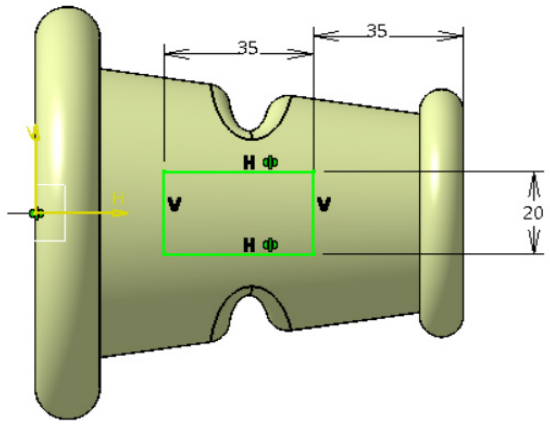

Figure 17-93 *Sketch to create the projected curve*
2. Create the sketch, as shown in Figure 17-93, and exit the sketch workbench.